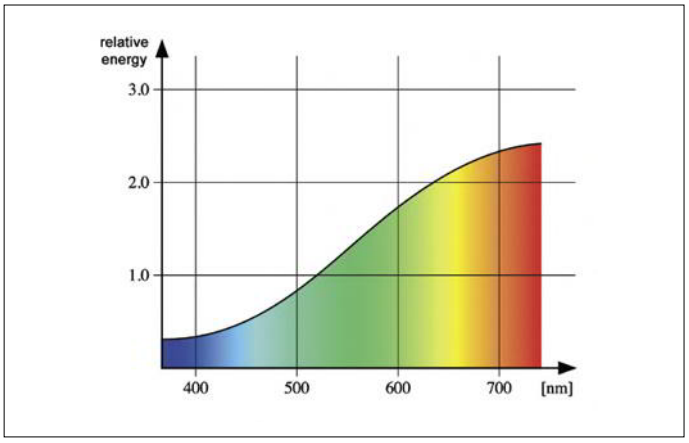

Figure 4. Spectre lumineux des lampes halogènes. Il n'y a pas beaucoup de bleu (photo : Jean-Jacques MILAN, GNU CCL 1.2, CCASA 3.0[5]).
Deux erreurs relevées après publication. Dans le schéma (**fig. 4**), les contacts ouvert et fermé au repos (NO) et (NC) de RE1 et RE3 ont été intervertis. Idem pour les étiquettes de K11. L'étiquette K11 est le contact marche-arrêt pour l'alimentation à découpage ou le transfo. La broche 1 devrait s'appeler 'N*' et la broche 2 'L'.
Les souhaits des amateurs de personnalisation automobile ont été rapidement reconnus par l'industrie. En réponse à la progression des luminaires au xénon sur les routes, on trouve de plus en plus de lampes halogènes promettant une lumière plus froide, obtenue par un corps en verre coloré en bleu (**fig. 4**). Non seulement cela n'aide pas beaucoup, mais cela réduit l'efficacité lumineuse. Le spectre lumineux des lampes halogènes est chaud. Or, le filtre bleu, s'il atténue bel et bien la lumière rouge de longueur d'onde plus longue, n'en offre pas pour autant une lumière bleue plus intense. Si le résultat est bien une lumière un peu plus bleue, son intensité est en fait plus faible. Cette évidence devrait suffire à vous guérir de l'envie de vous laisser tenter par cette offre fallacieuse. Et puisque nous parlons d'intensité : il existe des versions à 100 W de lampes halogènes courantes, ce qui est bien au-dessus des 55 à 65 W autorisés. C'est donc illégal et risqué. Les coques en plastique des phares ne sont pas conçues pour une telle puissance et risquent d'être endommagées par le supplément de chaleur mal dissipée.